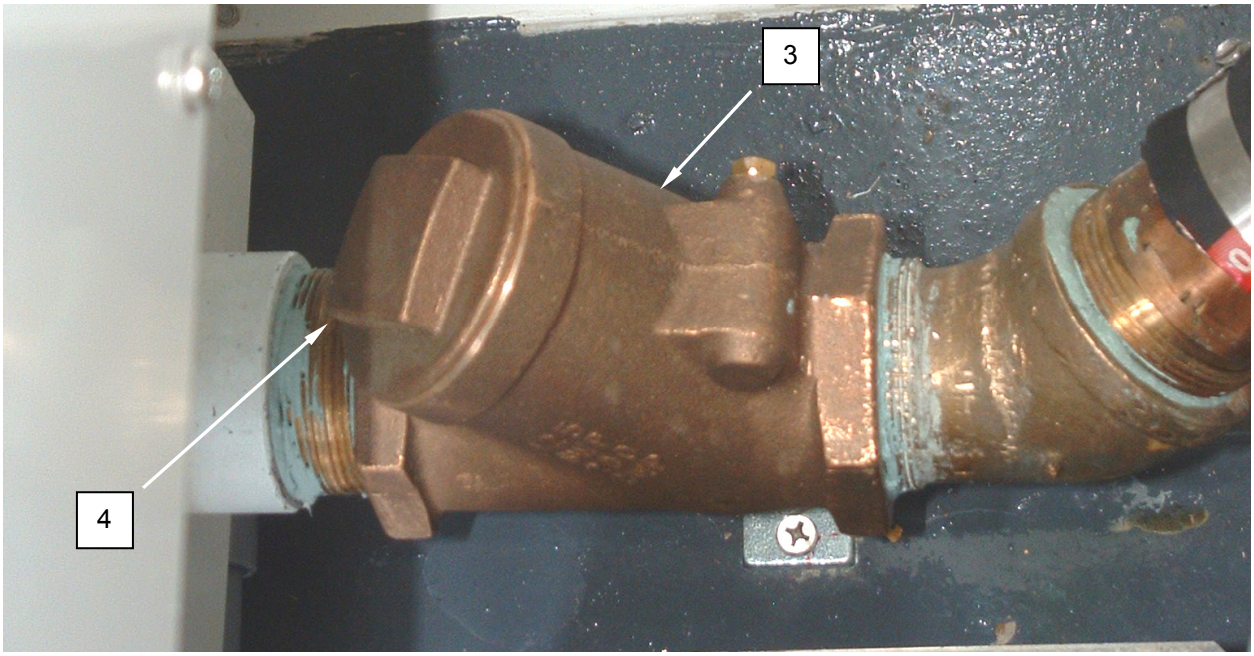

Figure 2. Clean Brass Check Valves.
3. Use a pipe wrench to steady the check valve **(Figure 2, Item 3)** and remove the check valve cap **(Figure 2, Item 4)**.
5. Use a pipe wrench to steady the check valve **(Figure 2, Item 3)**, and install the check valve cap **(Figure 2, Item 4)**.